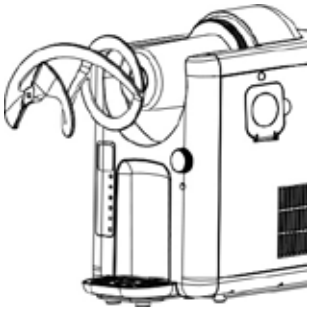

Fig. 9
17. Retirez le mélangeur (Fig. 9) et essuyez le liquide résiduel du boîtier. Essuyez le cylindre de réfrigération et le joint d'étanchéité avec un chiffon propre. Remarque importante : Le joint d'étanchéité ne peut pas être retiré.